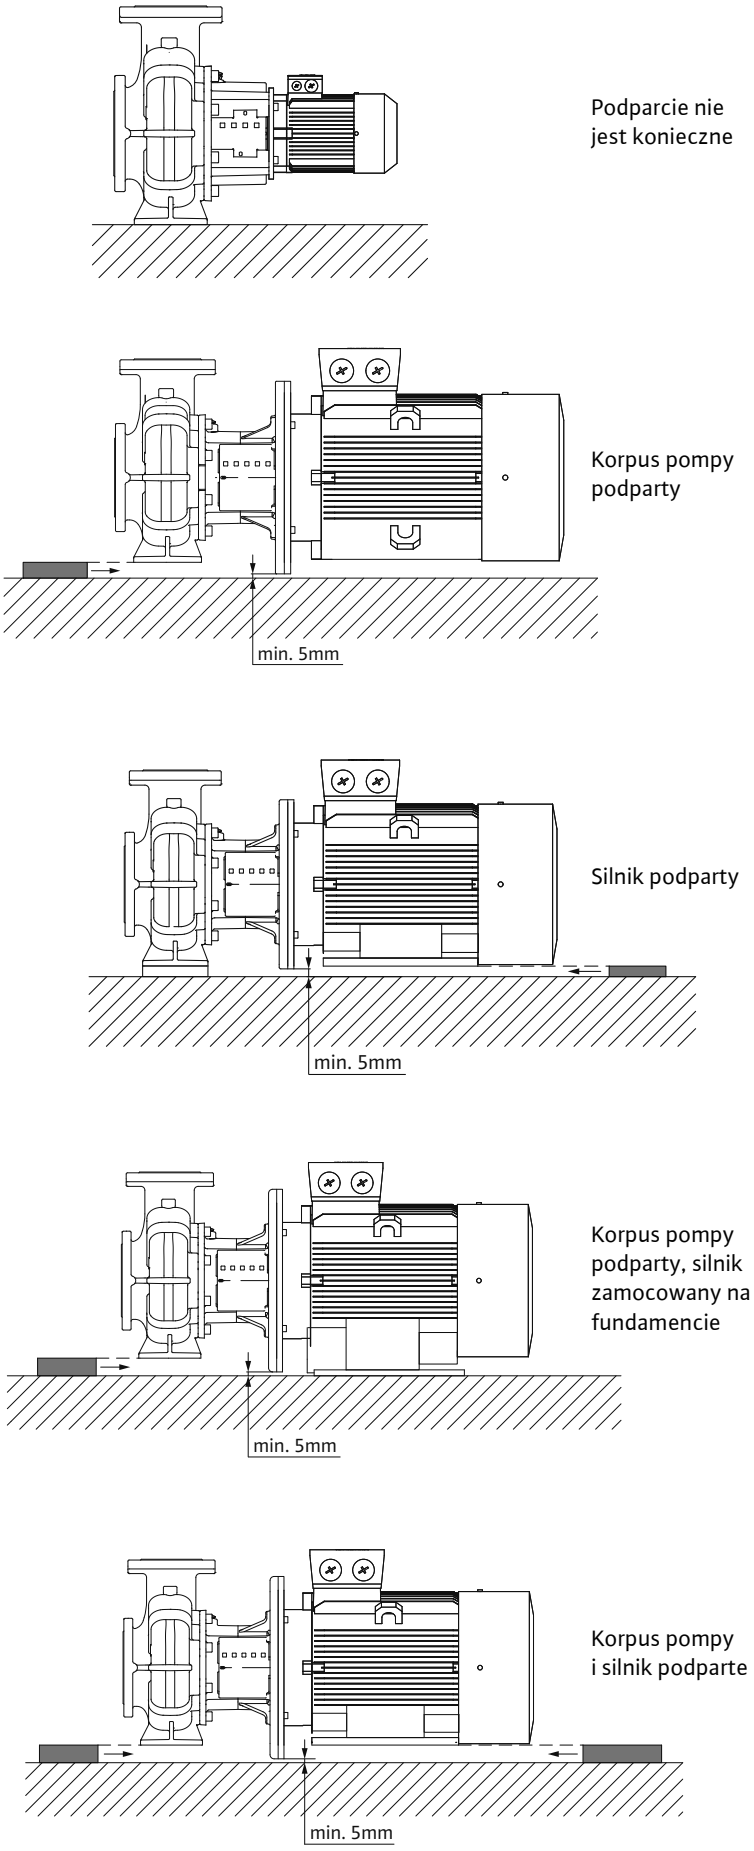

Fig. 14: Przykłady montażu BL
- W pompach typu BL silnik o mocy powyżej 18,5 kW musi być odpowiednio podparty, patrz przykłady montażu BL (Fig. 14). **Wyłącznie typ pompy konstrukcji B:** W przypadku mocy silnika czterobiegunowego o mocy powyżej 37 kW lub dwubiegunowego o mocy 45 kW korpus pompy i silnik należy podbudować. W tym celu można użyć podkładek z programu wyposażenia dodatkowego Wilo.